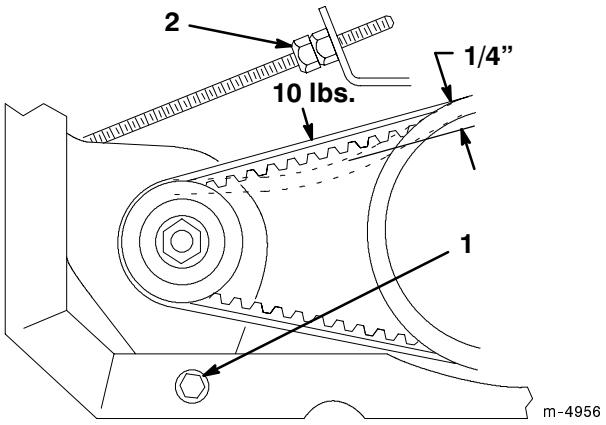

Figure 26
2. Loosen the starter generator pivot bolt (Fig. 26).
3. Adjust the jam nut on the starter rod (Fig. 26) until the belt flexes 1/4″ with 10 lbs. of force.
4. Tighten the starter generator pivot bolt (Fig. 26).